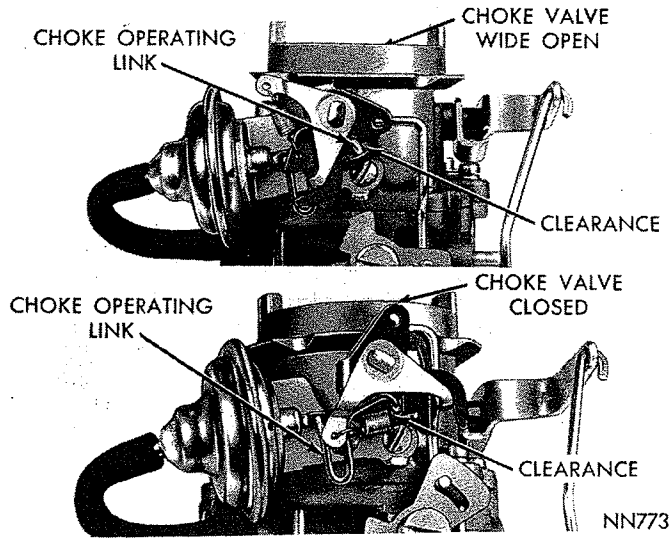

*Fig. 17—Choke Operating Link Clearances*
(8) With no vacuum applied to the diaphragm, some clearance should exist between the choke operating link and choke lever slot, in both the open and closed choke valve positions, as shown in (Fig. 17). **This clearance is necessary to allow choke valve to close for starting as well as fully open after the engine reaches normal operating temperature.**